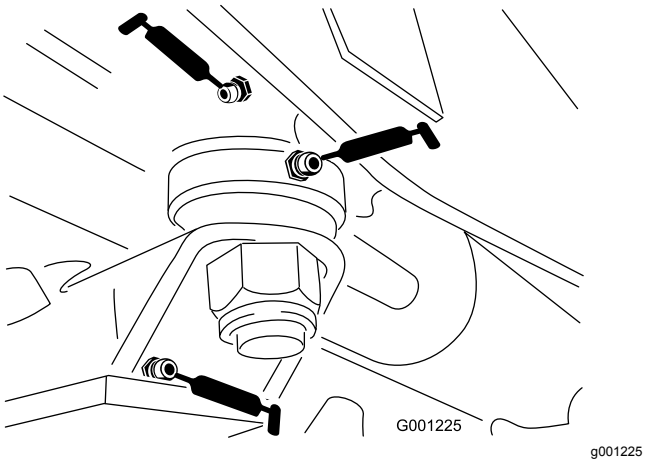

Figuur 42
- Lagerbussen van stuurplaat (Figuur 42)
- Lagerbus van aspen (Figuur 42)